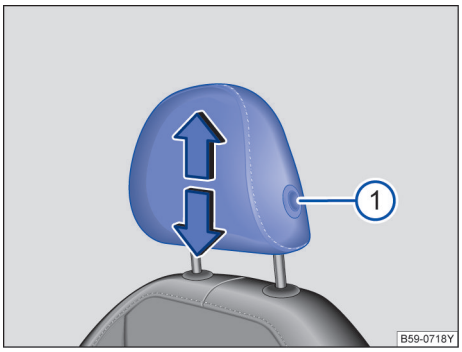

图 83 调整前排头枕
– 按住按钮→ 图 83①，同时沿箭头方向上推或下压头枕即可将头枕调整至合适高度→ ⚠。